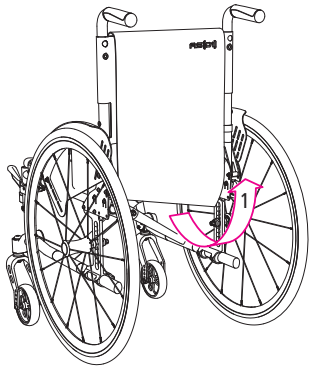

fig. 28
3. Per chiudere la sedia staccare eventualmente il telo dello schienale fissato sotto il sedile (1, fig. 28)